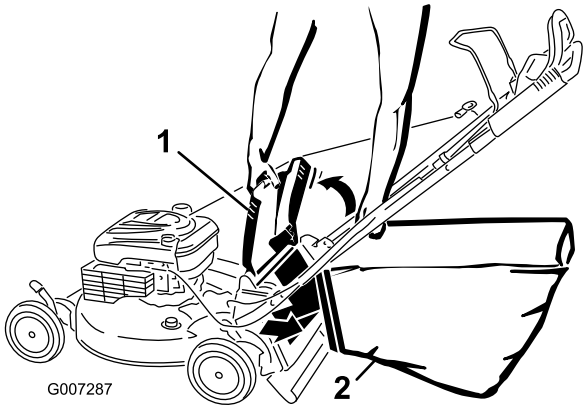

Figur 22
4. Häng gräsuppsamlarens övre framkant i skårorna (Figur 22).